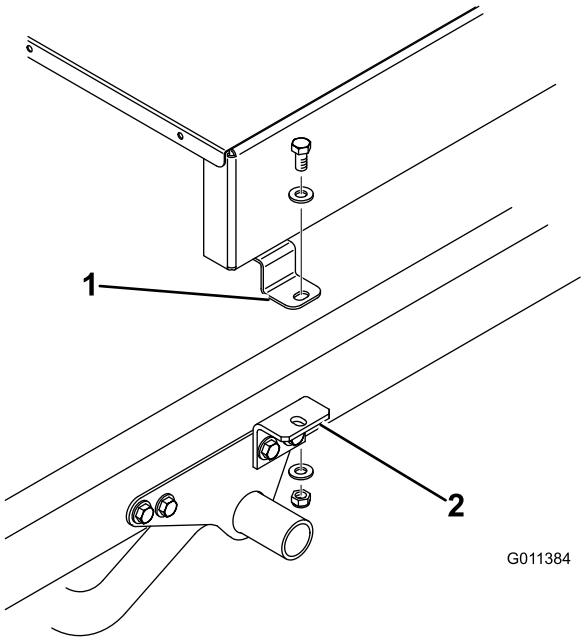
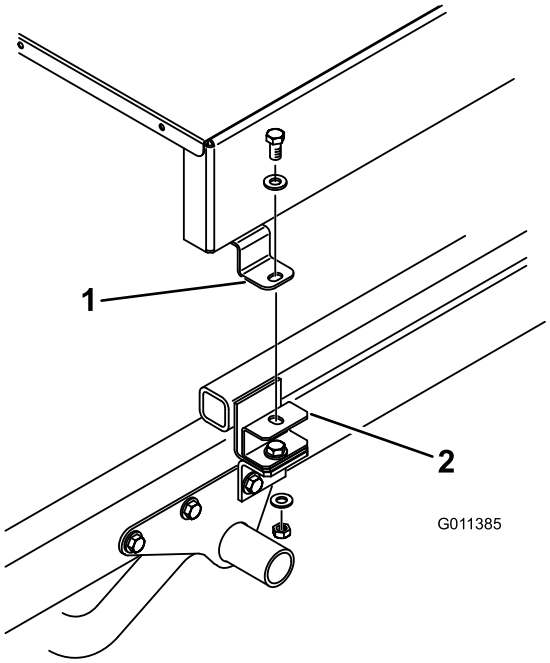

Figur 9
Figur 10
7. Fest toppen av hver tilbehørsbrakett (Figur 9) eller hvert avstandsstykkefeste (Figur 10) løst på monteringstappen på hver side av TopDresser med én 1/2 x 1 tommers hodeskrue samt (2) flate skiver og låsemutre. Stram til alle festene.